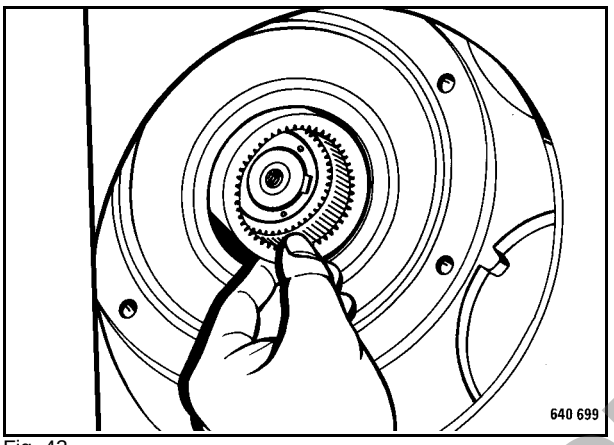

Fig. 43
25. Attach coupling sleeve to coupling pinion (Fig. 43).